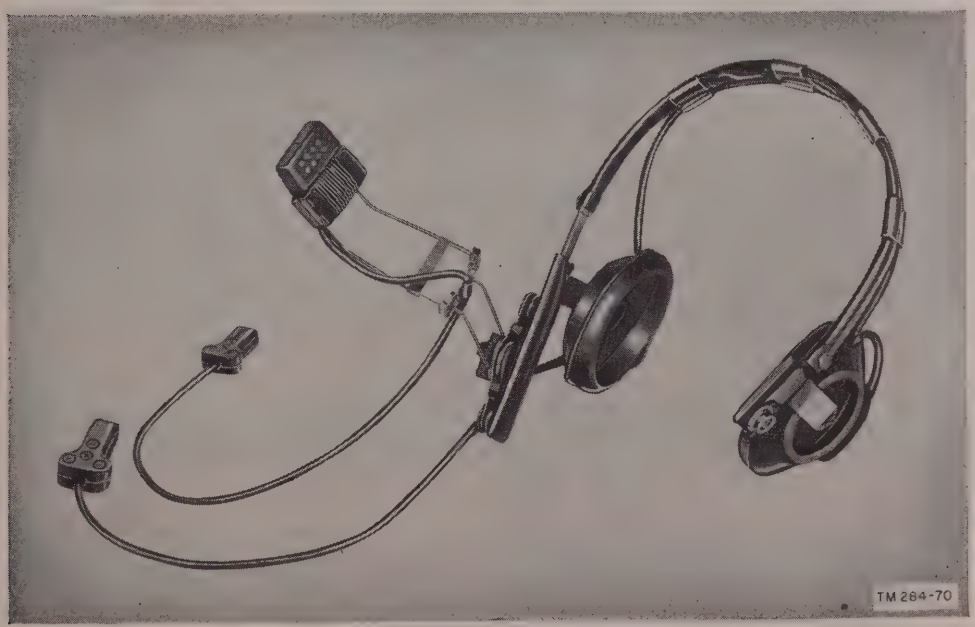

Figure 13. Headset-Microphone H–63/U
c. Headset-Microphone H–63/U. Headset-Microphone H–63/U (fig. 13) consists of two series-connected 300-ohm receivers and a 40- to 150-ohm microphone. The microphone is mounted on an adjustable boom attached to the receiver headband. Two 14-inch conductors from the microphone and headset are terminated in two-pin and three-pin jacks, respectively. These jacks will mate with the plugs on Chest Set Group AN/GSA–6.